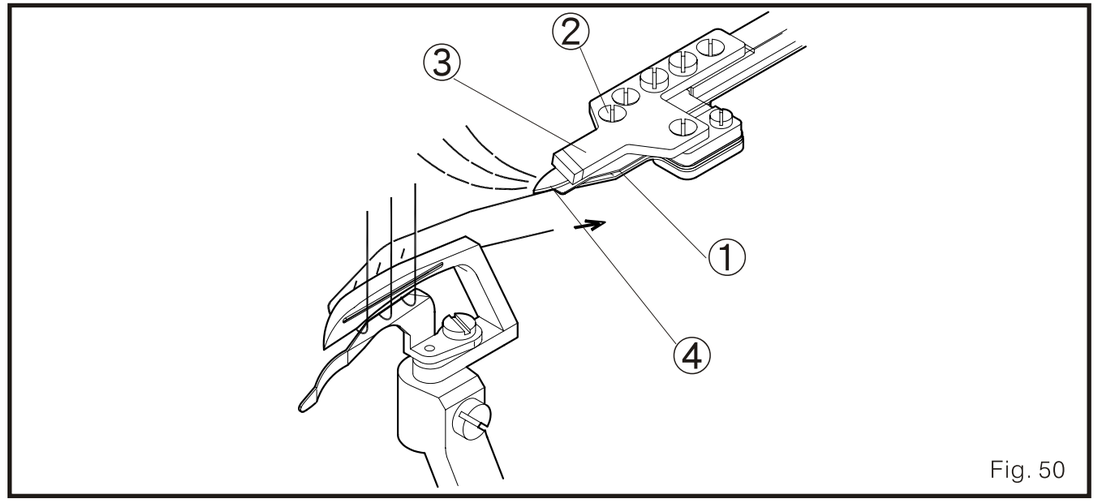

Fig. 50
4. Después de rebordear el hilo y el hilo del bucleador, El hilo del bucleadorserá tomado por la abrazadera de la placa resorte de hilo 1 para la siguiente puntada. (Fig. 50)